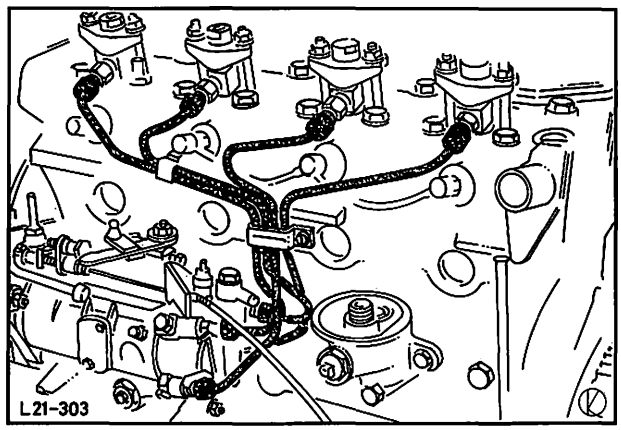

Abb. 84 Einspritzleitungen anbauen
63. Einspritzdüsen mit Wärmeausgleichring und Dichtring handfest einbauen. Einspritzleitungen komplett an Düsen und Einspritzpumpe anbauen, Abb. 84, danach Einspritzdüsen festziehen.